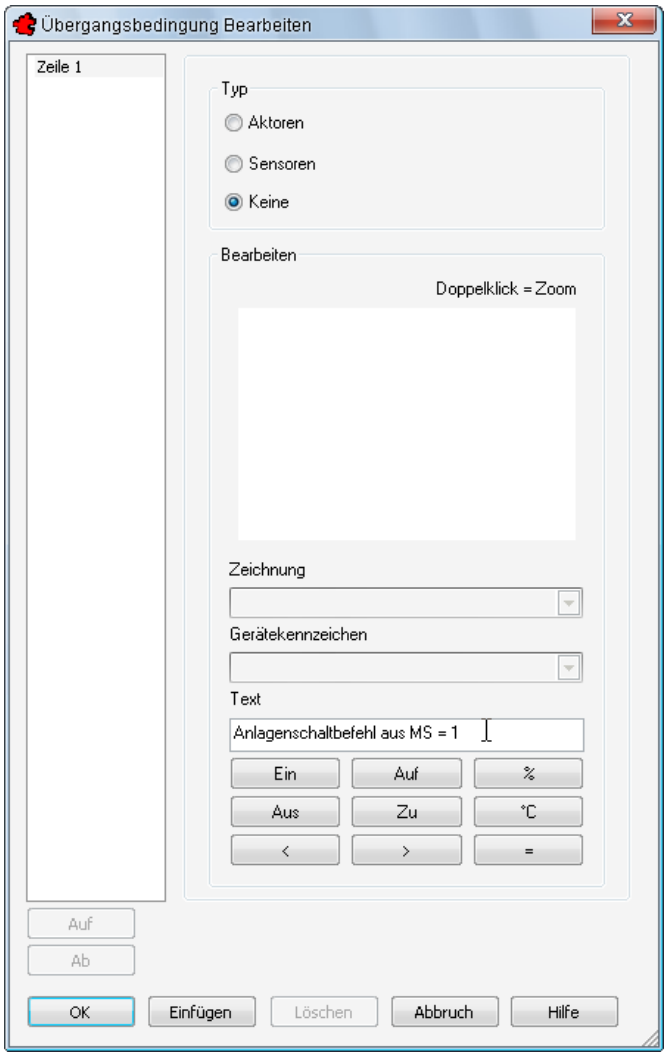

Bild 25.15 – Übergangsbedingungen werden ohne Rahmen gezeichnet.
- Klicken Sie auf *OK,* da Sie die beiden Übergangsbedingungen getrennt eintragen müssen, um unabhängige Verbindungslinien zu erreichen. Wählen Sie das ODER-Gatter, um die Verbindungslinie zu zeichnen (Abb. 25.15).